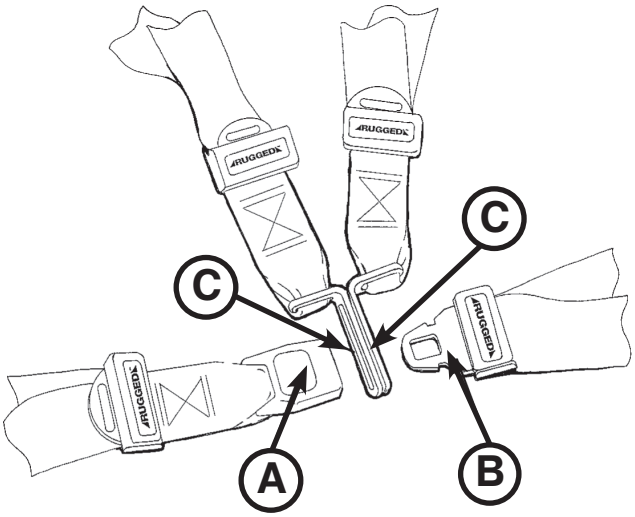

Afbeelding 46
- **Om de veiligheidsriem te openen:** druk op de rode knop (A) op de voorzijde van de gesp. Hierdoor komt de gesptong (B) vrij die vervolgens uit de gesp kan worden getrokken (Afbeelding 46).
- **Om de veiligheidsriem te sluiten:** duw de gesptong in de gesp totdat u een klik hoort. Zorg er bij het vastmaken van de veiligheidsriem voor de borst voor dat de gesptong door beide schakels (C) op de schouderriem loopt (Afbeelding 46).